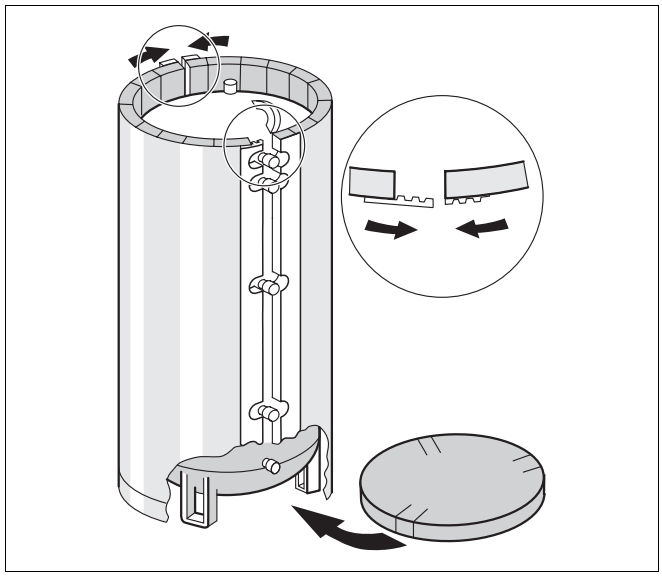

Fig. 6 Izolația termică
- Discul termoizolant, chertat în dreptul picioarelor boilerului, se aşează pe pardoseală (fig. 6).
- Boilerul se îmbracă cu plăcile termoizolnte astfel încât decupările să corespundă cu racordurile (fig. 6).
- Marginile izolației termice se apropie şi se îmbină (fig. 6).